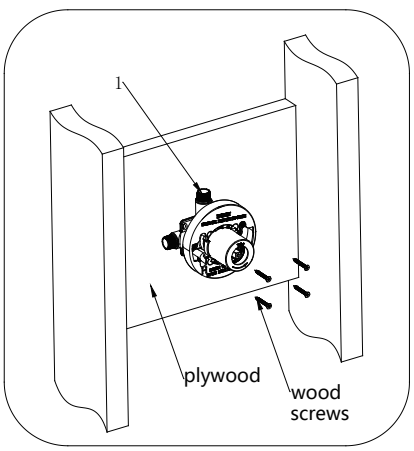

Fig.2
For an optimal installation, the valve body (1) should be firmly fixed on the building structure (plywood backing between the support columns. Fix the valve onto the plywood backing with wood screws (Fig.2).